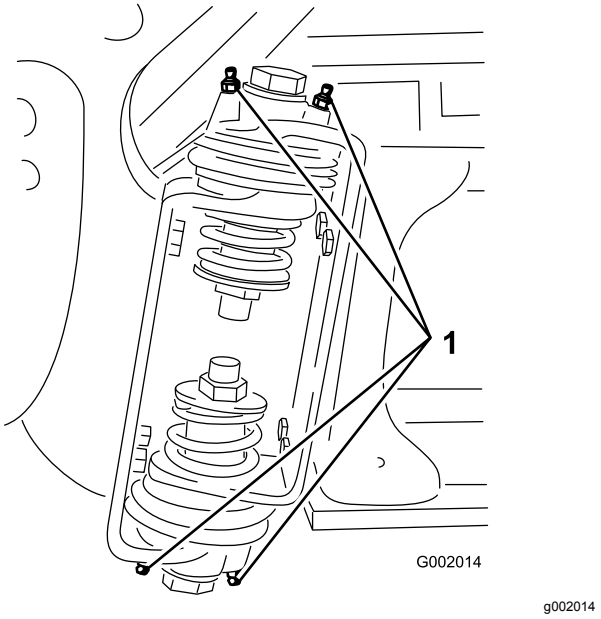

**Figuur 36**
2. Pomp vet in het lager of de lagerbus bij elke smeernippel Figuur 36.